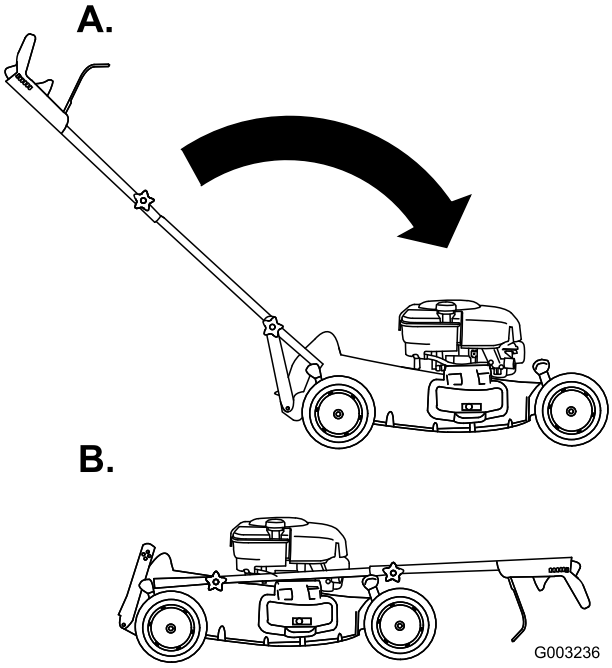

Figuur 43
2. Draai de handgreep naar voren (Figuur 43).